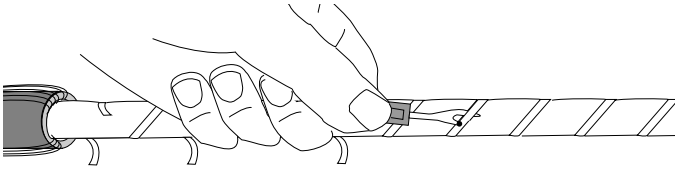

Figure 13
**5.12** Use a seam ripper every 5 cm (2 in.) to cut the single binding tape that secures the waterblocking tape to the cable core. USE EXTREME CAUTION to prevent buffer tube damage (Figure 13).